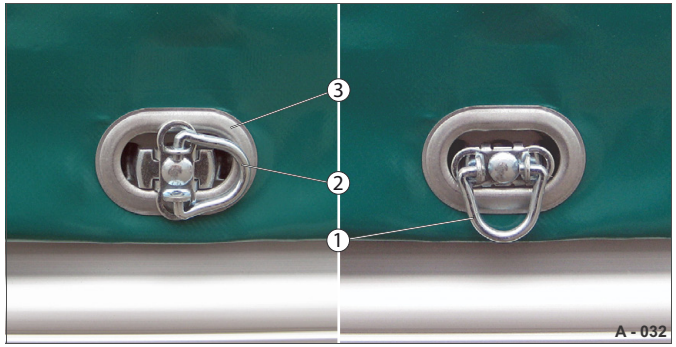

Abb. 76 Skoby
▶ Přetáhněte roztahovací lano přes všechny kulaté knoflíky (Abb. 76/3) – plachta je napnutá.
Skoby (Abb. 76/1) jsou otevřené.
▶ Nasaďte plochá oka (Abb. 76/3) na všechny skoby.
Skoby (Abb. 76/2) jsou zavřené.